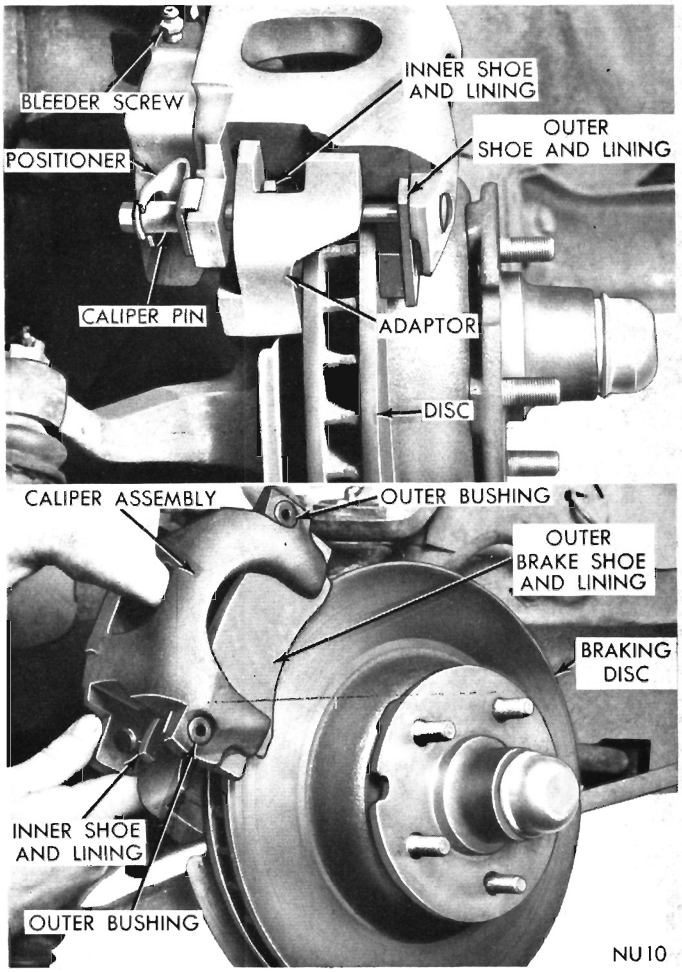

Fig. 7—Removing or Installing Caliper
(1) Raise vehicle on a hoist or jackstands.
(2) Remove front wheel covers, and wheel and tire assemblies.
(3) Remove caliper guide pins and positioners that attach caliper to adaptor.
(4) Remove caliper from disc by slowly sliding caliper assembly out and away from braking disc (Fig. 7). Support caliper firmly so as not to damage flexible brake hose.